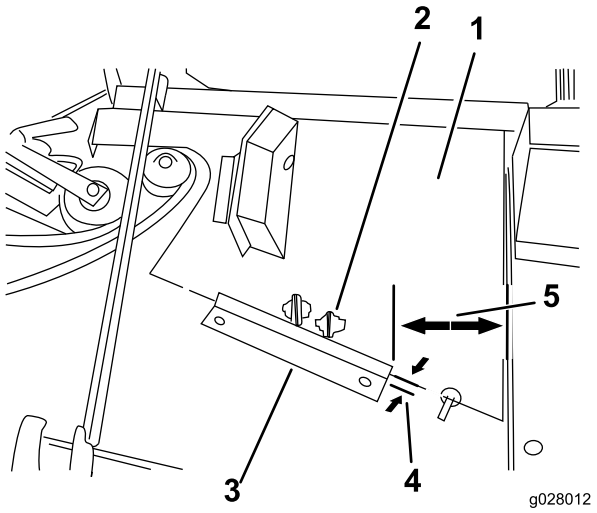

Bild 15
4. Ermitteln Sie mit den Abmessungen in Bild 15 die Befestigungsstelle für die Federhalterung am Mähwerk.
Hinweis: Stellen Sie sicher, dass Sie das Gegengewicht an der richtigen Nase an der Federhaltung des Mähwerks befestigen (Bild 15).